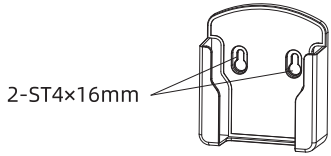

Fig.22
1. Choose a convenient location to place the wired controller base. The connection between the wire controller and the water heater should be reasonably arranged according to the specific environment. Fix the bottom controller holder with the two screws ST4x16 mm provided (Fig.22) and place the controller into the bracket.